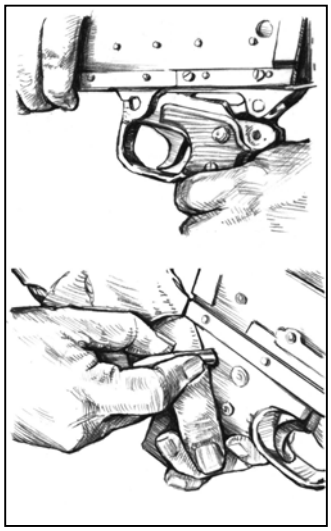

Figure 3-25. Replacement of the trigger housing assembly.
c. **Replacing the Trigger Housing Assembly**. Insert the holding notch on the front of the trigger housing into the forward recess on the bottom of the receiver. Rotate the rear of the trigger housing upwards and align the holes of the trigger housing with the mounting bracket on the receiver. Hold the trigger housing assembly and insert the spring pin into the hole, securing the assembly to the receiver. (insert the spring of the spring pin into the hole than push in from right to left) (Figure 3-25).